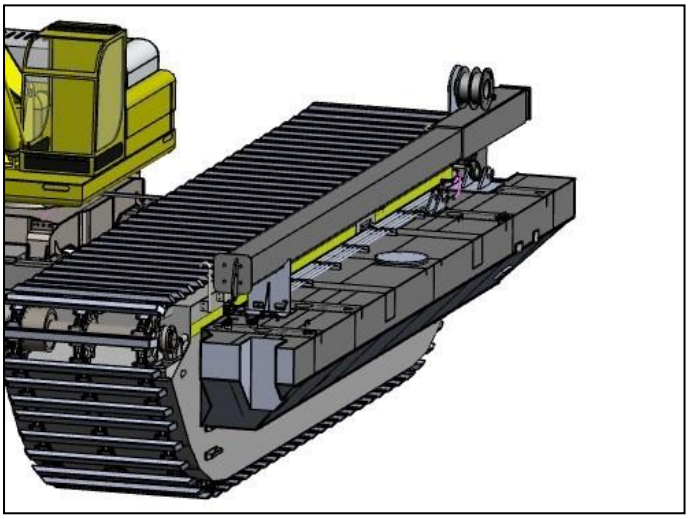

***Figure 3.10:*** *Spuds position during traveling*
2. Slowly control the travel lever to raise the spud until it reaches the limit plate. Refer to Figure 3.10.